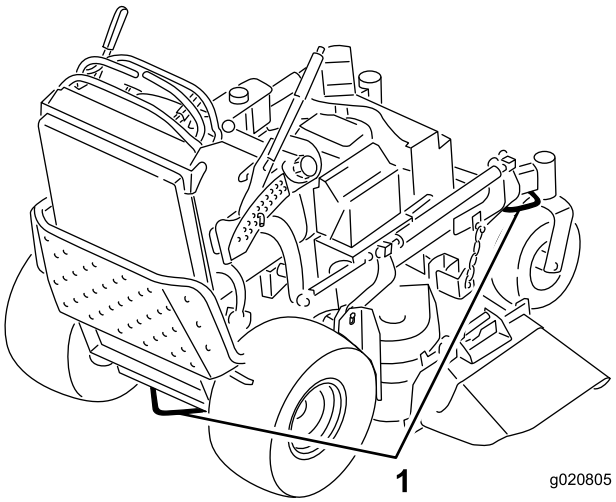

**Figur 26**
6. Bruk metallbindeløkkene på maskinen for å feste maskinen sikkert til tilhengeren eller lastebilen med remmer, kjettinger, vaier eller tau (Figur 26).